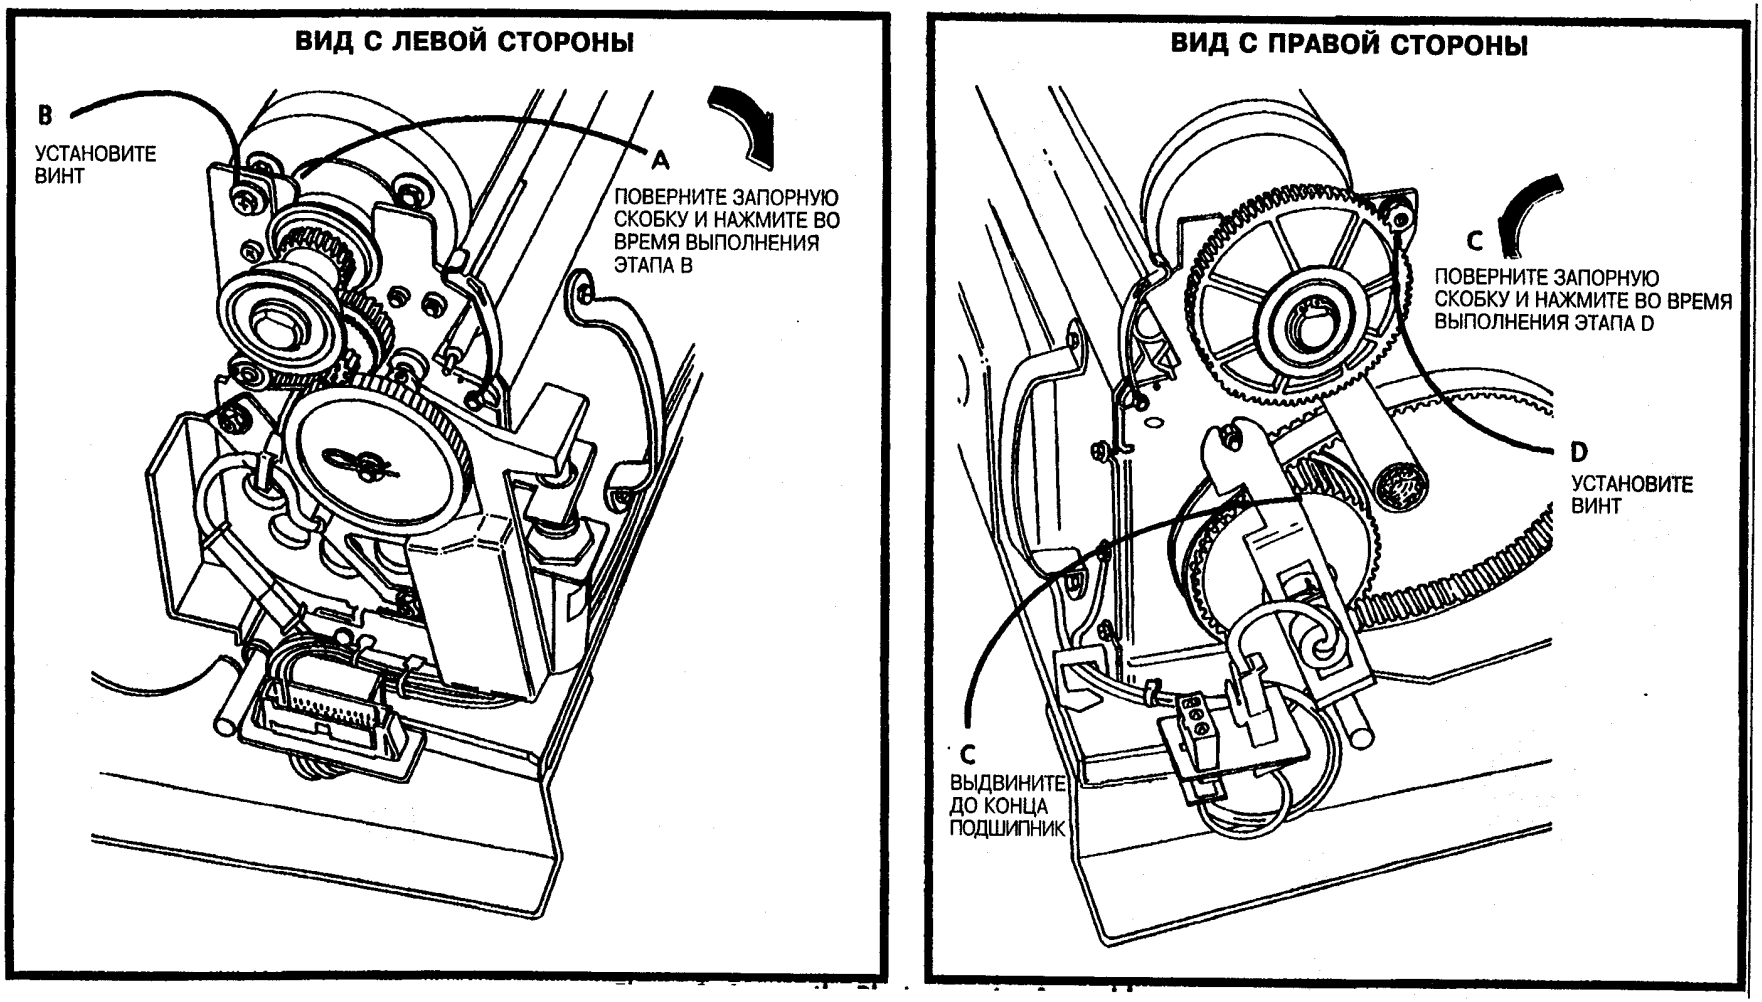

Рис. 3. Надёжно установите механизм барабана фоторецептора
2. (Рис. 3): Надёжно установите механизм барабана фоторецептора.